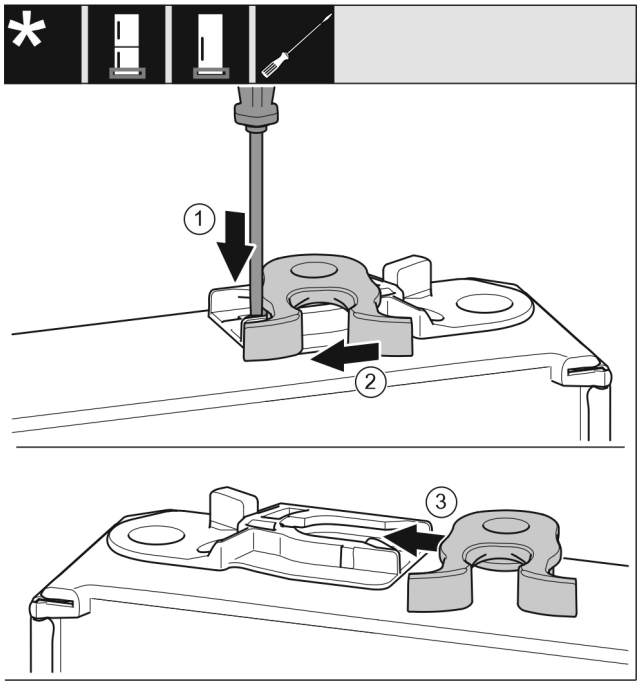

Fig. 18
- ▶ Нажмите шлицевой отверткой на накладку вниз. *Fig. 18 (1)*
- ▶ Выведите запорный крючок из направляющей. *Fig. 18 (2)*
- ▶ Вставьте запорный крючок в направляющую с другой стороны. *Fig. 18 (3)*